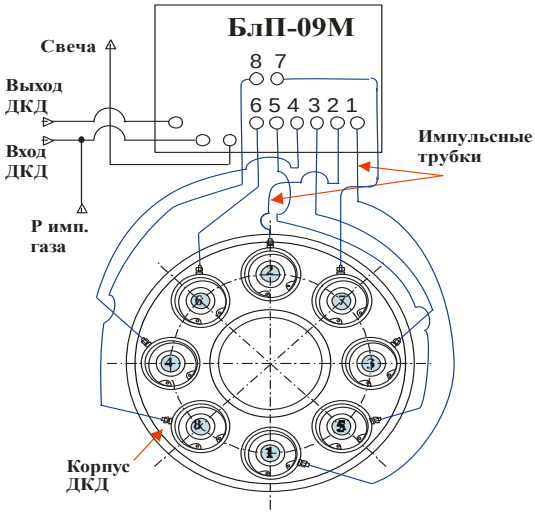

Рис. 8. Схема коммуникаций ДКД с БПУ
2.4.8. Подключить блок пневмоуправления к дискретному клапану-дросселю и трубопроводу подачи и сброса импульсного газа по схеме, приведенной на рис. 8.
2.4.16. После опрессовки произвести подсоединение трубопроводов 14х2 связи блока пневмоуправления с управляющей полостью запорных клапанов (по схеме, приведенной на рис. 8).